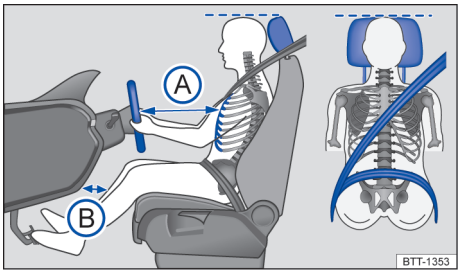

Fig. 21 Distância correta do condutor em relação ao volante, posição correta do cadarço do cinto de segurança e ajuste correto do apoio para cabeça.
– Ajustar o banco de modo que a distância entre o volante e o tórax tenha no mínimo 25 cm → Fig. 21 Ⓐ e que o condutor possa segurar o volante pela borda externa com as duas mãos e os braços ligeiramente dobrados.
– Ajustar o banco do condutor na direção longitudinal de modo que os pedais possam ser acionados com as pernas ligeiramente arqueadas e a distância para o painel de instrumentos na área do joelho seja de, no mínimo, 10 cm → Fig. 21 Ⓑ.
– Para os bancos com apoio para cabeça: ajustar o apoio para cabeça de modo que a sua borda superior se encontre preferencialmente na mesma linha da parte superior da cabeça → Fig. 21 – porém não abaixo da altura dos olhos. Posicionar a parte posterior da cabeça o mais perto possível do apoio para cabeça.